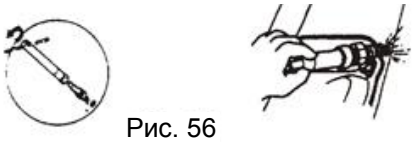

Рис. 56
9.1.4 Відкрутіть запальну свічку та перевірте її на предмет належного іскріння (Рис. 56).